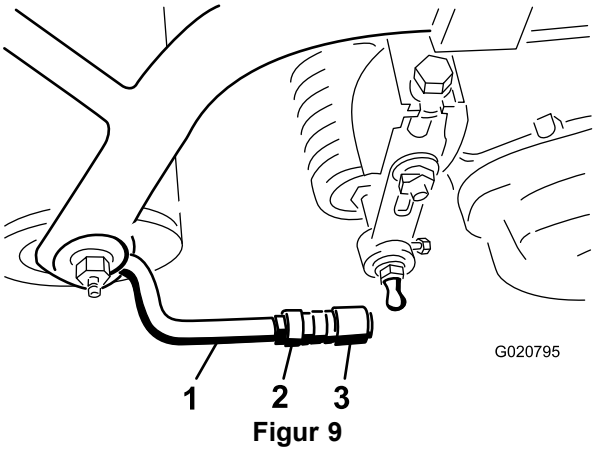

Figur 9
5. Juster mufferne i kugleleddene, så muffens åbne side centreres hen imod kugletapskruen. Tilspænd kontramøtrikkerne for at fastgøre mufferne på deres plads (Figur 9).